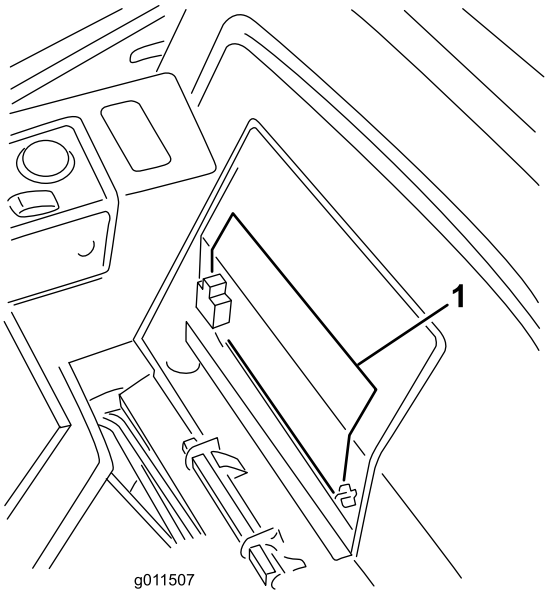

Figura 57
2. Retire a cobertura da bateria (Figura 57).